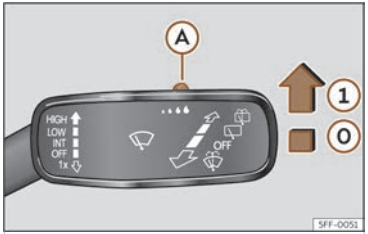

Abb. 81 Scheibenwischerhebel: Regensensor Ⓐ einstellen.
Hebel in die gewünschte Position drücken ››› **(Abb. 81)**.
Nach dem Aus- und Wiedereinschalten der Zündung bleibt der Regensensor aktiviert und funktioniert wieder, wenn der Scheibenwischerhebel in der Position ››› **(Abb. 81)** ① steht und schneller als 16 km/h (10 mph) gefahren wird.